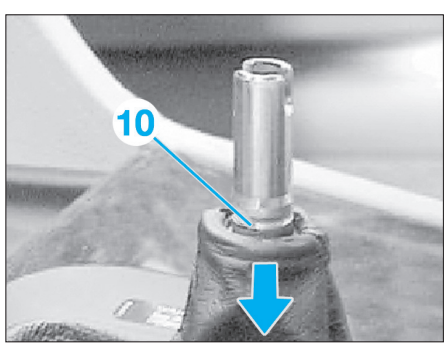

Fig. 22
- Sur la version à pommeau et recouvrement du levier de vitesses séparés, repousser le soufflet vers le bas (flèche) jusqu'à ce que la gorge (10) soit totalement dégagée **(Fig.22)**.